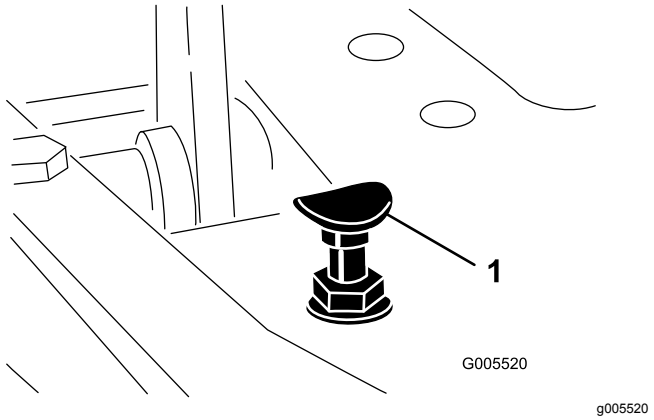

Figur 44
For å oppnå maksimal transporthastighet må du sette styrespaken i TRANSPORT-stilling og trykke inn trekkpedalen. Utfør følgende justeringsprosedyre hvis pedalen kommer i kontakt med stopperen (Figur 44) før du kjenner spenning i kabelen:
1. Sett styrespaken i TRANSPORT-stillingen og løsne på låsemutteren som fester pedalstopperen til gulvplaten (Figur 44).